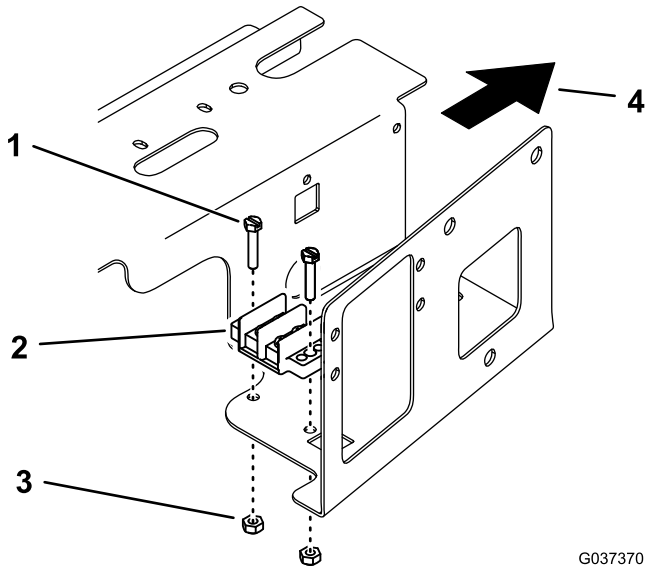

Figure 3
2. Mount the ground terminal block to the bottom of the compartment with 2 screws and 2 locknuts (Figure 3).